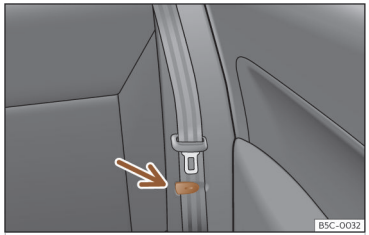

Abb. 89 Rücksitz: Bügel zum Halten des Sicherheitsgurtes.
- Befestigen Sie die seitlichen Sicherheitsgurte am Halter der Verkleidung ››› **(Abb. 89)**.